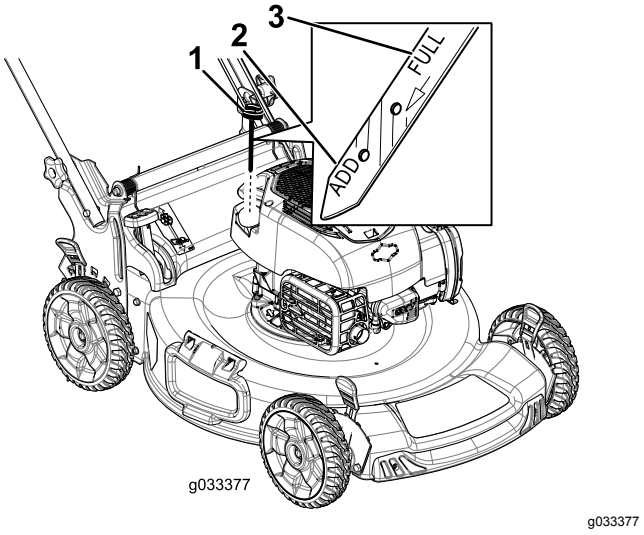

Rysunek 27
3. Wyjmij wskaźnik poziomu, obracając jego korek w lewo i wyciągając go (Rysunek 27).
10. Odczytaj poziom oleju na wskaźniku (Rysunek 27).